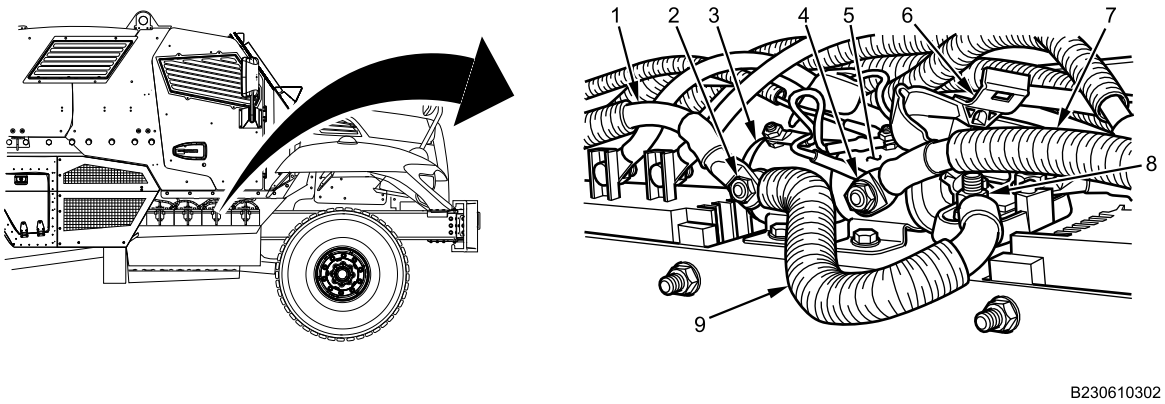

Figure 1. Megafuse Feed Cable.
1. Remove nut (Figure 1, Item 2), positive battery cable (Figure 1, Item 1), and megafuse feed cable (Figure 1, Item 9) from 24V battery disconnect solenoid switch (Figure 1, Item 3).
2. Remove nut (Figure 1, Item 4) and positive battery cable (Figure 1, Item 7) from 12V battery disconnect solenoid switch (Figure 1, Item 5).
3. Remove megafuse cover (Figure 1, Item 6) from megafuse holder.
4. Remove nut (Figure 1, Item 8) and megafuse feed cable (Figure 1, Item 9) from megafuse holder.